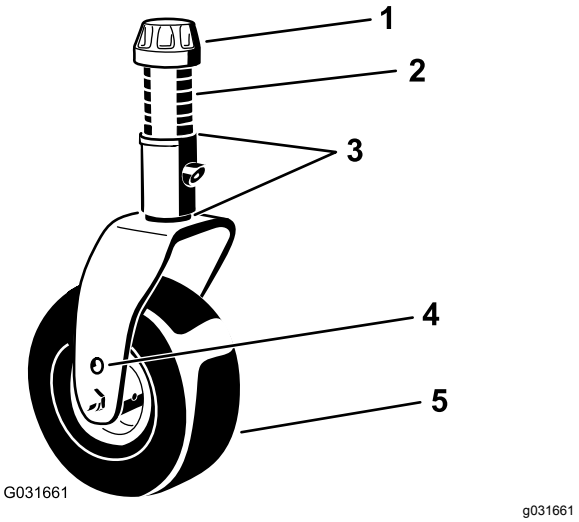

Figur 38
4. Bruk den medfølgende skrunøkkelen for styrehjulshetten, løsne hetten og fjern den fra styrehjulets spindelaksel og skyv styreakselen ut av styrearmen (Figur 38).